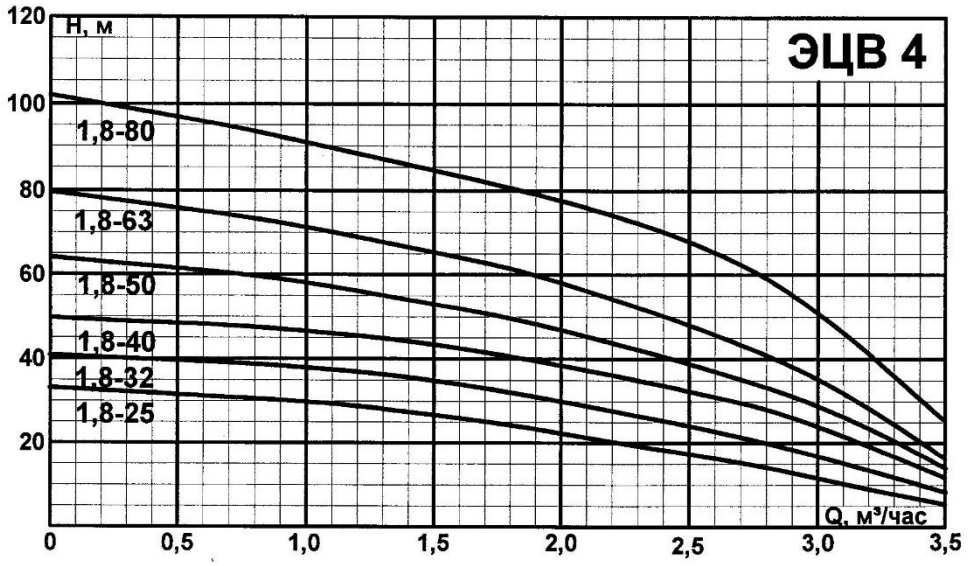

Рис. 1
2.2 Напорные характеристики приведены на рис. 1.
земли. Приближенно объемную подачу можно определить с помощью напорной характеристики (рис. 1) по фактическому напору (Н), создаваемому агрегатом для подъема воды из скважины.
При эксплуатации агрегата с максимальной объемной подачей и минимальным напором (см. рис. 1) возрастают потребляемая мощность, нагрузки на электродвигатель и рабочие органы насоса. КПД агрегата при этом минимальный. Оптимальным режимом эксплуатации агрегата является его работа при номинальном напоре и номинальной объемной подаче (см. табл.).